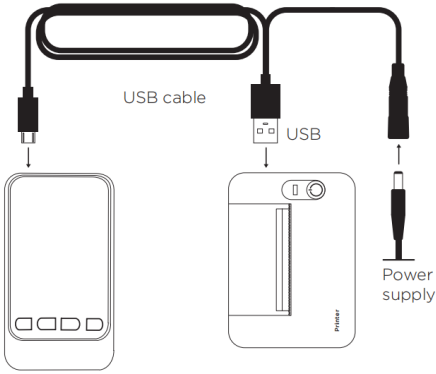

Figure 2.1
1) Connect one end of the USB cable to the adapter (the adapter is connected to the power supply), one end to the USB interface of the printer, and one end to instrument, as shown in figure 2.1. The printer must be connected to power supply when in use.